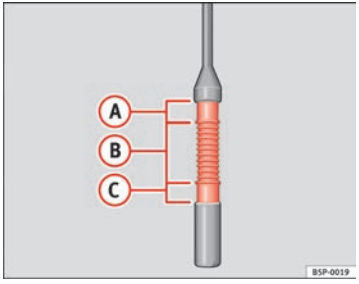

Fig. 164 Engine oil dipstick.
– Then pull it out once more and check the oil level ⇒ page 230, fig. 164. Top up with engine oil if necessary.